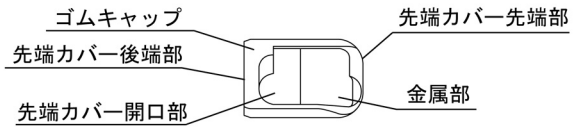
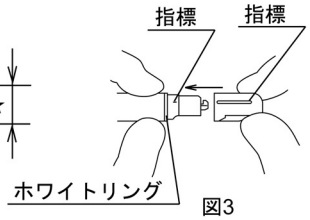

図1
図3
(3)図 3 のように湾曲部の湾曲ゴムの最先端側を軽く指でつまみ他方の手で先端カバーの先端側（図 1 に示す金属部の上）をつまむ。ホワイトリングの指標と先端カバーの指標とをまっすぐに合わせて、先端カバーを内視鏡本体先端部にかぶせていく。